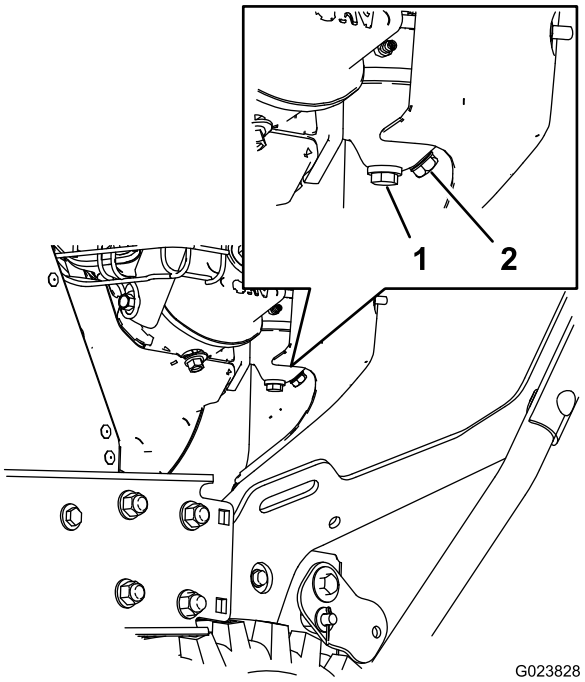

Figur 28
1. Leta reda på avtappningsskruven som sitter på förgasarbehållarens sidoport (Figur 28).